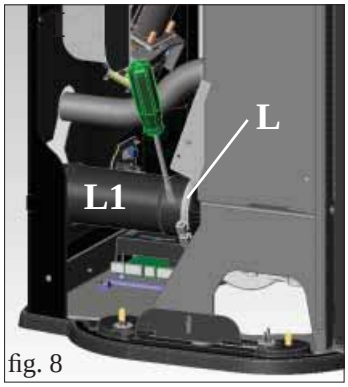

fig. 8
- Aflojar la abrazadera (L - fig. 8) y retirar el tubo de salida de los humos (L1 - fig. 8).